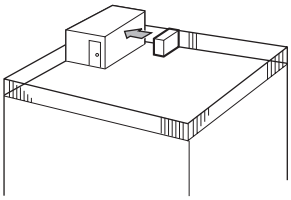

Fig. 2-3
① Face the air outlet towards the nearest available wall about 500 mm, 19-11/16 inch away from the wall. (Fig. 2-3)